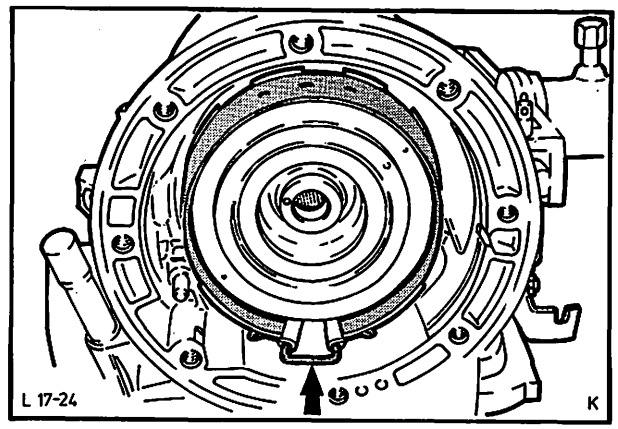

Abb. 49 Bremsband mit montierter Messingklammer
11. Getriebe in waagerechte Stellung bringen. Kontermutter lösen und Einstellschraube – Bremsband herausdrehen. Druckstücke (2) und Bremsband herausnehmen. (Um den Aus- und Einbau zu erleichtern, kann das Bremsband mit einer Messingklammer gehalten werden.) Abb. 49.